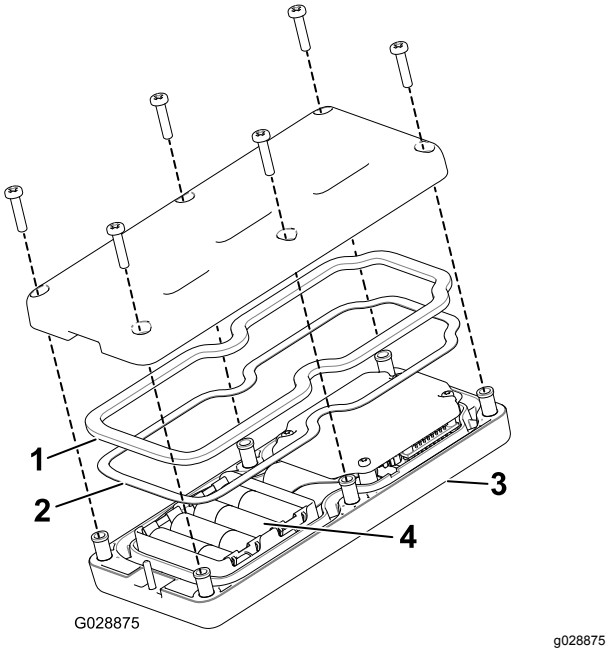

**Rysunek 37**
3. Odkręć 6 śrub z tyłu pilota, a następnie zdejmij pokrywę (Rysunek 37).
5. Podłącz każdą nową baterię do zacisków, zachowując odpowiednią biegunowość. (Jeśli baterie zostaną zamontowane nieprawidłowo, urządzenie nie zostanie uszkodzone, ale nie będzie działać). Na uchwycie wytłoczona jest biegunowość każdego zacisku (Rysunek 37).
6. W razie przypadkowego wyjęcia uszczelki gumowej i uszczelki stalowej ostrożnie włóż je z powrotem do rowka w obudowie pilota (Rysunek 37).
7. Załóż z powrotem pokrywę i przykręć ją za pomocą 6 odkręconych wcześniej śrub (Rysunek 37). Dokręć śruby z momentem od 1,5 do 1,7 N·m.